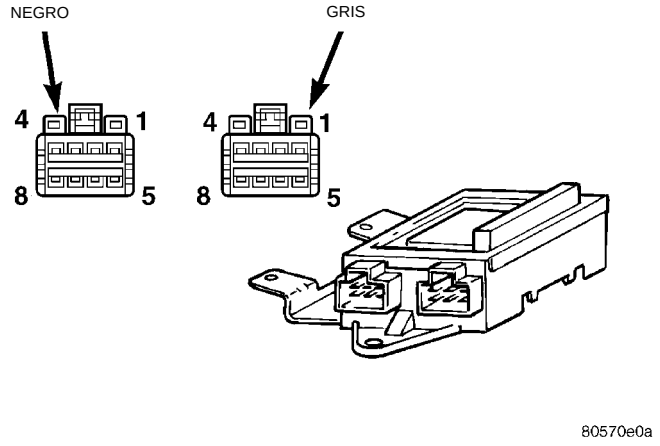

Fig. 2 Módulo de apertura a distancia
(1) Verifique si las cerraduras de puerta funcionan correctamente. Si no es así, repare según sea necesario.
(2) Desconecte los conectores de cable en el modulo RKE. Con un ohmiómetro, verifique la continuidad entre las Espigas de los conectores de cable (Fig. 2):
(3) Con un voltímetro, verifique que los conectores de cable tengan alimentación de batería y alimentación del encendido (Fig. 2):
(4) Con un ohmiómetro, verifique que la Espiga 8 del conector negro tenga continuidad a masa. Si no es así, inspeccione y repare según sea necesario (Fig. 2).
(5) Verifique que las baterías del transmisor tengan por lo menos seis voltios. Si no es así, reemplace las baterías según sea necesario.
(6) Verifique que el módulo esté correctamente programado. Consulte la sección de Programación del Módulo de apertura a distancia. Si el módulo no se programa, verifique que hay continuidad entre la Espiga 4 del conector negro y el conector de la línea de programación (Fig. 2). Si no hay continuidad, repare según sea necesario. Consulte el Grupo 8W, Diagramas de cableado.
(7) Verifique que el claxon funcione correctamente. Si no es así, repare según sea necesario.
(1) Conecte un voltímetro analógico a la Espiga 1 del conector negro y a masa. Pulse el botón UNLOCK (desbloqueo) una vez y verifique que haya pulso de voltaje (Fig. 2).
(2) Si no hay pulso de voltaje, reemplace el receptor. Si hay pulso de voltaje, inspeccione el cableado a la puerta del conductor y repare según sea necesario.
(1) Conecte un voltímetro analógico a la Espiga 3 del conector gris y a masa (Fig. 2). Pulse el botón UNLOCK (desbloqueo) dos veces en cinco segundos y verifique que haya pulso de voltaje.
(2) Si no hay pulso de voltaje, reemplace el receptor. Si hay pulso de voltaje, inspeccione el cableado a los motores de cerradura de la puerta del acompañante y repare según sea necesario.
(1) Conecte un voltímetro analógico a la Espiga 1 del conector gris y a masa. Pulse el botón LOCK (bloqueo) y verifique que haya pulso de voltaje (Fig. 2).
(2) Si no hay pulso de voltaje, reemplace el receptor. Si hay pulso de voltaje, inspeccione el cableado a los motores de cerradura de puerta y repare según sea necesario.
(1) Conecte un voltímetro analógico a la Espiga 6 del conector gris y a masa. Pulse el botón LOCK (bloqueo) y verifique que haya disminución del pulso de voltaje (Fig. 2).
(1) Conecte un voltímetro analógico a la Espiga 6 del conector negro y a masa. Pulse el botón LOCK (bloqueo) y verifique que haya disminución del pulso de voltaje (Fig. 2).
(2) Si no hay disminución del pulso de voltaje, reemplace el receptor. Si el voltaje es correcto, repare el circuito a la luz de techo según sea necesario.
(1) Conecte un voltímetro analógico a la Espiga 5 del conector gris y a masa para probar el rendimiento de las luces de estacionamiento. Pulse el botón PANIC y verifique que haya pulso de voltaje (Fig. 2).
(2) Si no hay pulso de voltaje, reemplace el receptor. Si el voltaje es correcto, repare el circuito a las luces de estacionamiento según sea necesario.
(3) Conecte el voltímetro a la Espiga 5 del conector negro y a masa para probar el rendimiento de los faros. Pulse el botón PANIC y verifique que haya pulso de voltaje (Fig. 2).
(4) Si no hay pulso de voltaje, reemplace el receptor. Si el voltaje es correcto, repare el circuito a los faros según sea necesario.